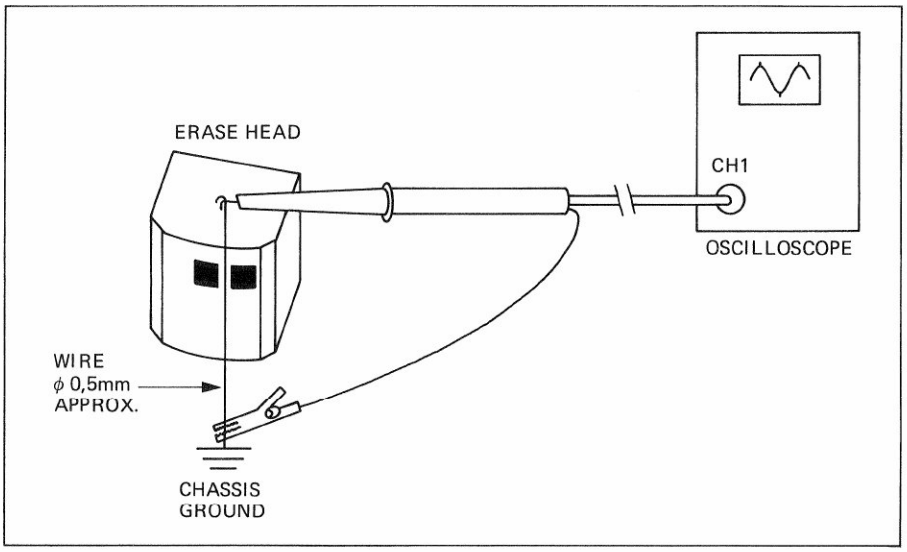

Fig. 8
- Oszilloskop-Tastkopf am oberen Ende des Drahtes anschliessen, Masseanschluss des Tastkopfs mit der Schraube am unteren Ende des Drahtes verbinden, siehe Fig. 8; das Oszilloskop misst die im Draht induzierte Spannung.
- Connect oscilloscope probe tip to upper end of the wire; connect ground terminal of the probe to the screw at the lower end of the wire, see Fig. 8; the oscilloscope measures the voltage induced in the wire.